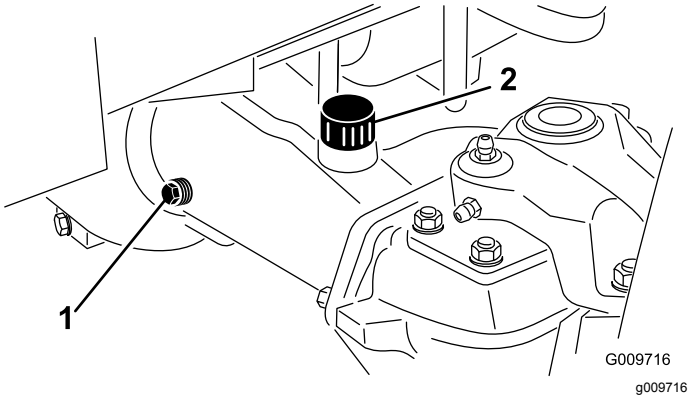

Rysunek 68
2. Odkręć korek kontrolny z jednego końca osi (Rysunek 68) i upewnij się, że olej sięga dolnej części otworu.
3. Jeżeli poziom jest niski, odkręć korek wlewu (Rysunek 68) i dolej tyle oleju, aby poziom sięgał dolnej części otworów korków kontrolnych.